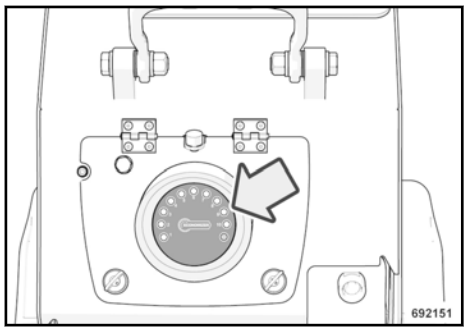

Fig. 13
- the evaluation and display module is integrated in the maintenance flap (within the operator's view ↳ Fig. 13). It shows the measuring value measured by the compaction control.